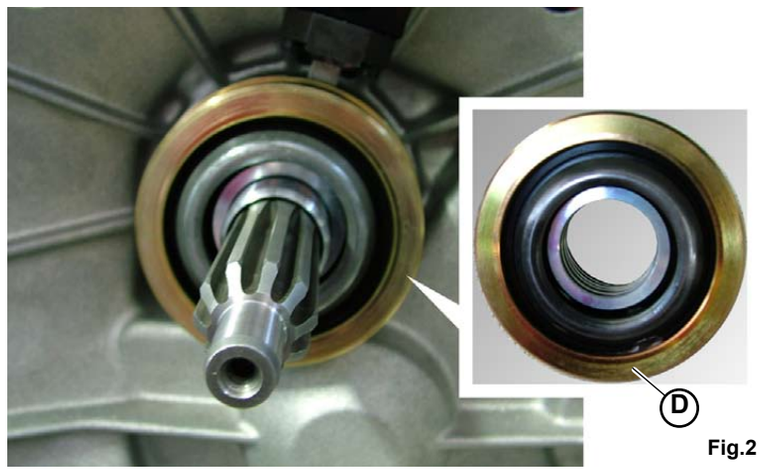

Fig.2
2. Assemble the clutch thrust bearing (**D-Fig.2**), tightening the antirotation bar hold. Be careful not to lose the springs; **tightening torque (000800-5c)**.